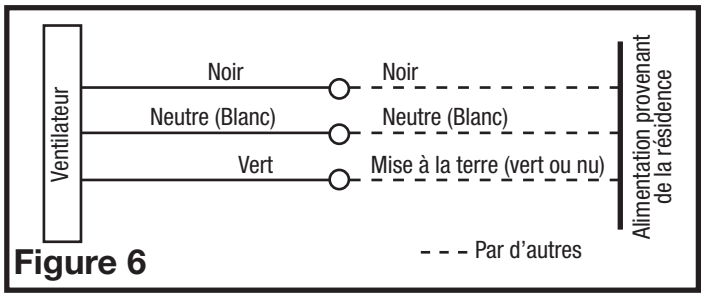

Figure 6
3. Connecter le fil Blanc provenant de la résidence au fil Blanc du réceptacle du ventilateur. Connecter le fil Noir de l'interrupteur mural au fil Noir du réceptacle du ventilateur. Connecter le fil de mise à la terre provenant de la résidence au fil Vert du réceptacle du ventilateur **(Figure 6)**. Utiliser des méthodes approuvées pour toutes les connexions.